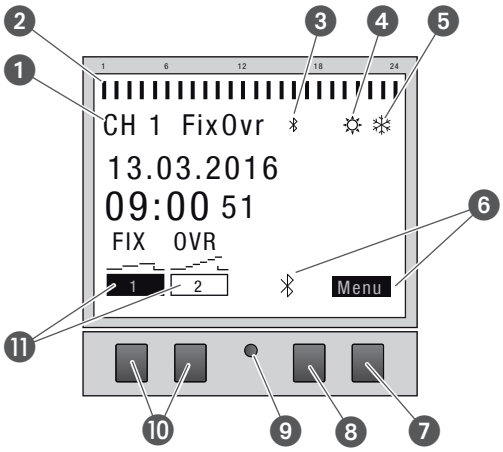

Fig. 2: Struttura del display
Indicatori di funzionamento dei due tasti a destra (Fig. 2/❼ + ❽)
Indicatori di funzionamento dei due tasti a sinistra (Fig. 2/⑩)
La struttura del menu appare sul display dopo aver premuto il tasto menu (Fig. 2/❼).